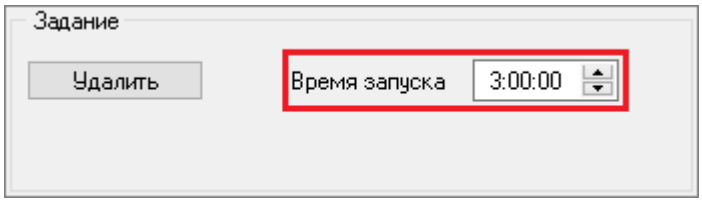

Рисунок 4-62 Время запуска процедуры очистки архива
– указать время запуска процедуры очистки архива (параметр «Время запуска») (см. Рисунок 4-62). *При создании нового расписания удаления данных архива сотрудников и посетителей заданное ранее расписание заменяется новым.*